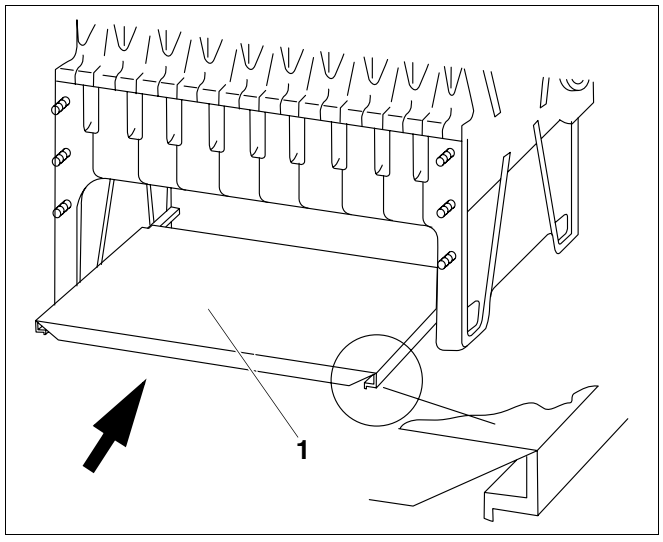

Рис. 39 Вставка нижнего листа
- Задвинуть нижний лист (рис. 39, **поз. 1**) в топочную камеру, дном вверх.